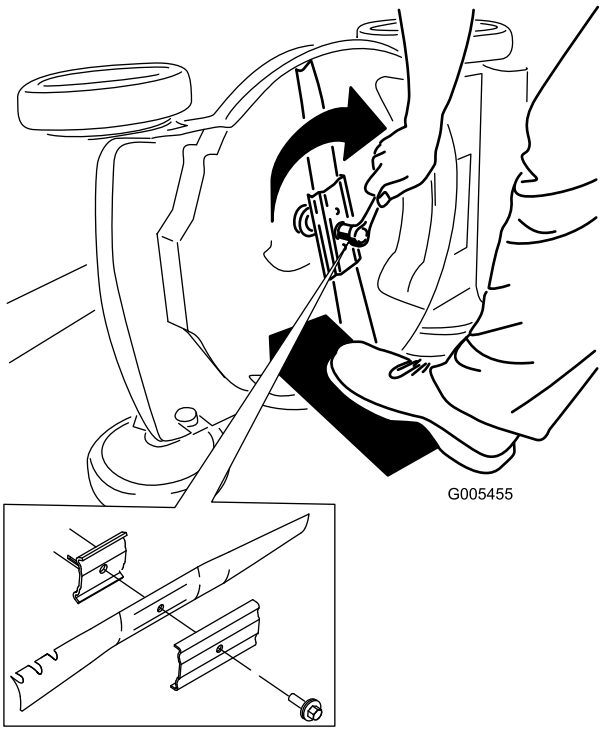

Figuur 22
5. Monteer het nieuwe mes en alle bevestigingselementen (Figuur 22).